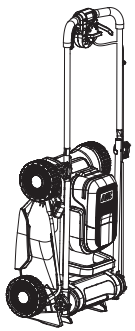

**Fig. 23**
- Guarde el cortacésped en horizontal o en vertical (Fig. 23).